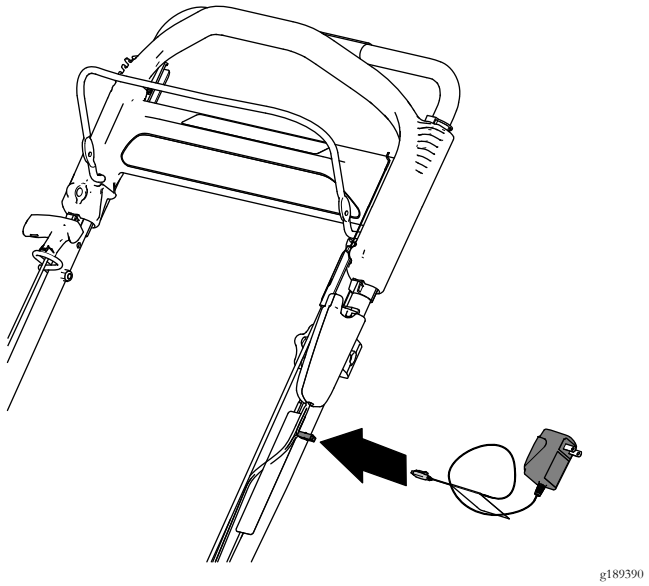

Figure 42
1. Branchez le chargeur au faisceau de câblage de la situé sous le bouton de démarrage électrique (Figure 42).